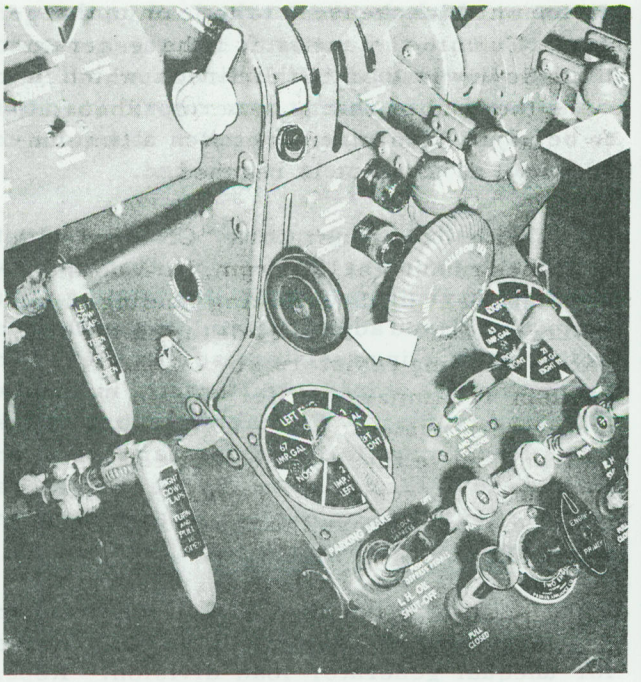

Figure 7-5 (Issue 1) Landing Gear Position Switch
13 The landing gear position switch accompanied by an undercarriage emergency override switch and a red (UP) light and a green (DOWN) light, is located on the pilot's control pedestal, see Figure 7-5. This switch is